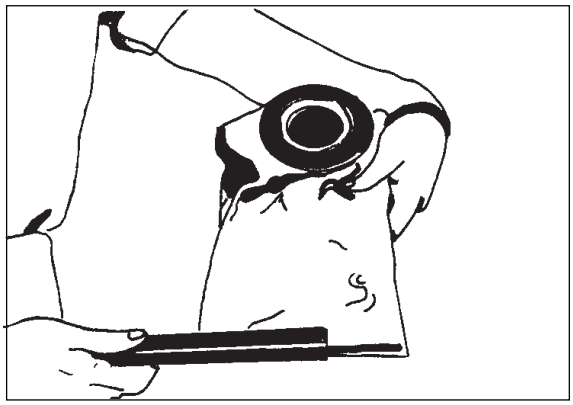

Figure 5
3. Faites coulisser la pince qui referme le sac-filtre. Voir figure 5.